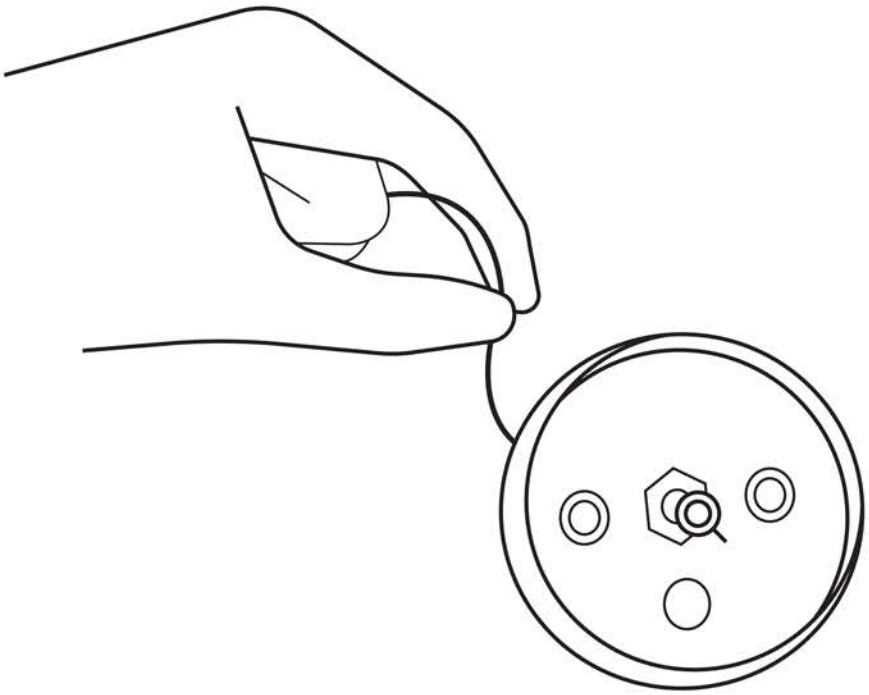

Рис. 7
5.5.4 Закрепите цанговый фиксатор в потолочном кронштейне при помощи гайки (см. рисунок 7).